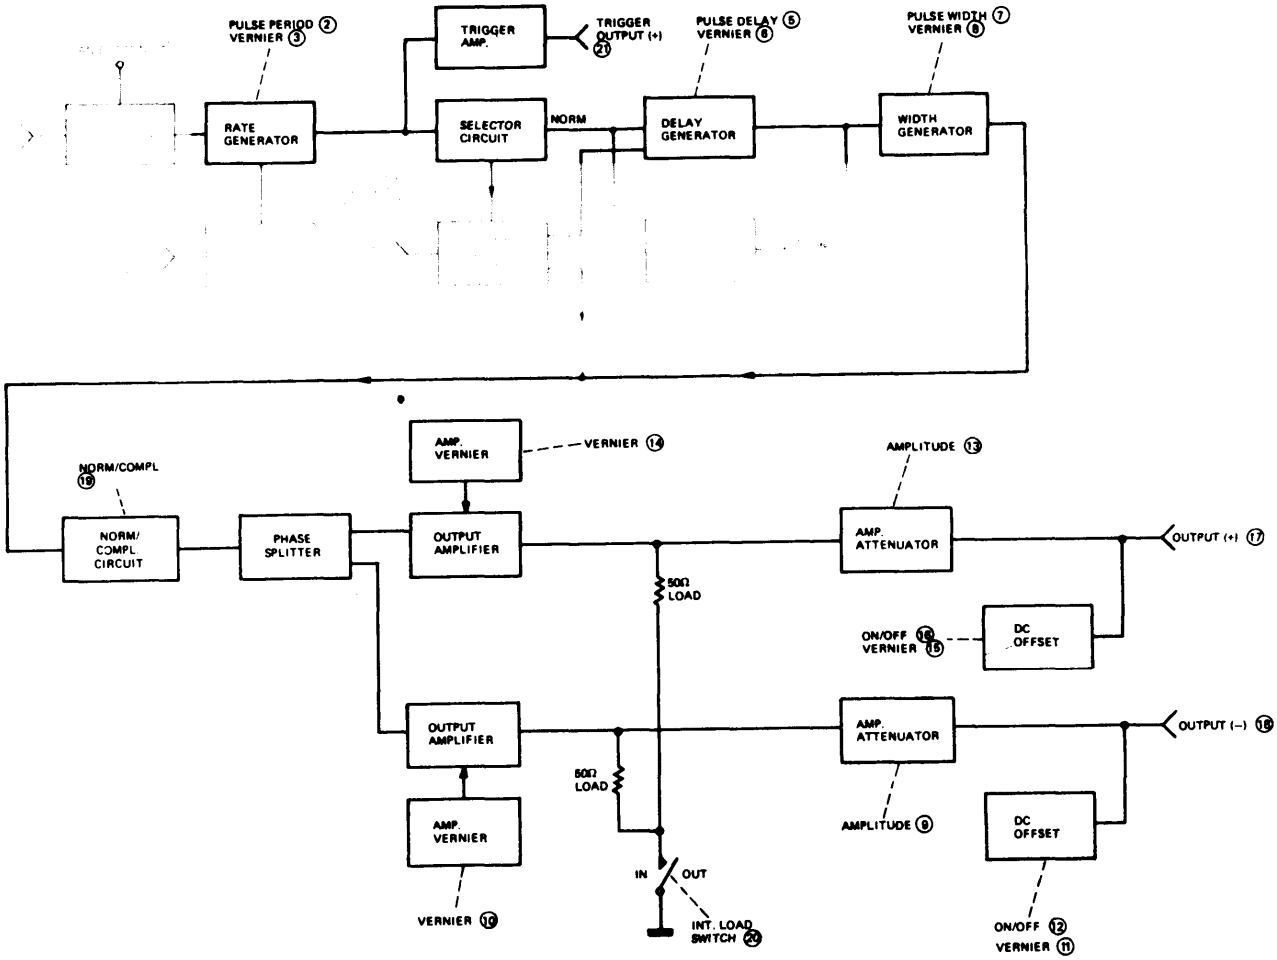

Figure 3–5. Normal internal trigger mode - block diagram
3–16 The output pulses should appear at the pulse OUTPUT (+) (17) and pulse OUTPUT (–) (18) as shown in Figure 3–6 according to the setting of the NORM/COMPL switch (19) and the OFFSET verniers (11) and (15) .
3–20 The circuits and controls involved in normal external trigger mode are shown in Figure 3–7.